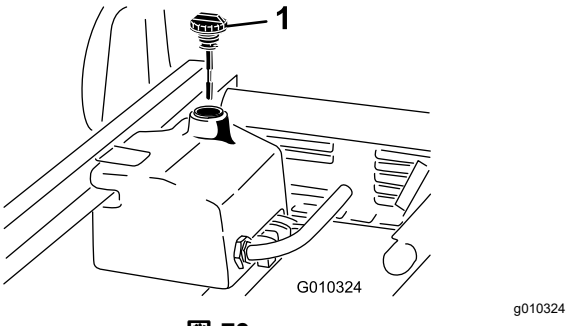

図 73
4. 油圧オイルタンクの注油口周辺をきれいに拭き、キ ャップを外す図 73。
6. 補給口の首からディップスティック図 73を抜き、ウェスできれいに拭う。